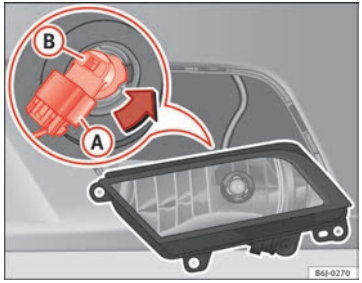

Fig. 191 Front fog light
– Remove connector ⇒ Fig. 191 (A) from the bulb.
– Turn bulb holder ⇒ Fig. 191 (B) to the left and pull. ▶